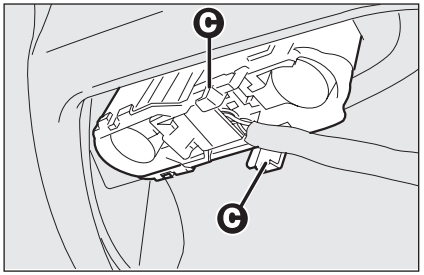

rys. 34
- ❒ odchylić pokrywę i wyjąć zespół oprawy żarówek naciskając na zaczepy mocujące **C-rys. 34**;
- ❒ zamontować zespół oprawy żarówek mocując go prawidłowo w pozycji za pomocą zaczepów mocujących **C-rys. 34**;